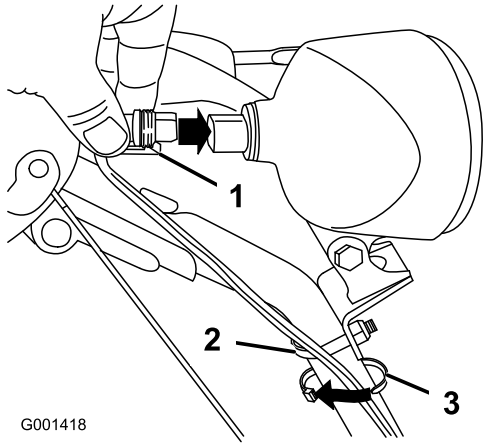

Rysunek 17
1. Podłącz wtyczkę na luźnym końcu przewodu bezpośrednio z tyłu reflektora, aż się zablokuje (Rysunek 17).
Informacja: Upewnij się, że opaska plastikowa na wtyczce przewodu jest na dole (Rysunek 17).
2. Zamocuj opaskę kablową (z woreczka z częściami) wokół przewodu i uchwytu mniej więcej cal (2,5 cm) poniżej śruby w kształcie U (Rysunek 17).